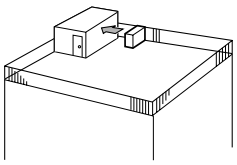

Fig. 2-3
① Richten Sie die Luftaustrittsöffnung mit einem Abstand von etwa 100 cm auf die nächstgelegene Wand aus. (Fig. 2-3)